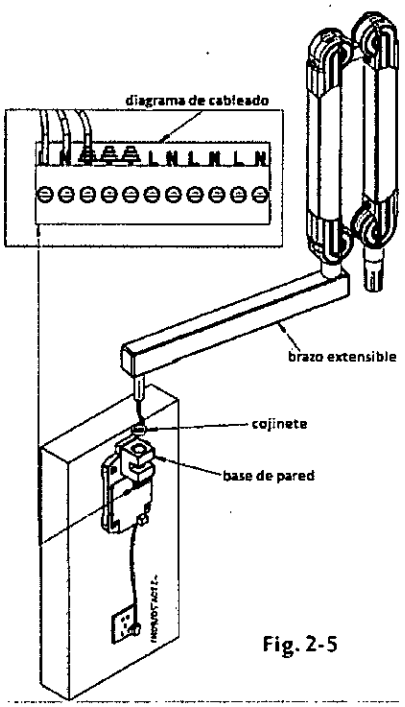

Fig. 2-5
2. Conecte los cables de acuerdo a la Fig. 2.5.